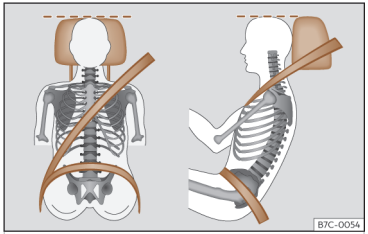

Abb. 18 Richtiger Gurtbandverlauf und richtige Kopfstützeneinstellung.
- Kopfstütze so einstellen, dass die Oberkante der Kopfstütze sich möglichst auf einer Linie mit dem oberen Teil des Kopfs – jedoch nicht niedriger als Augenhöhe – befindet[1]. Den Hinterkopf so nah wie möglich an der Kopfstütze positionieren ››› **(Abb. 18)**.
- Fahrersitz in Längsrichtung so einstellen, dass die Pedale mit leicht angewinkelten Beinen durchgetreten werden können und der Abstand zur Instrumententafel im Kniebereich mindestens 10 cm (4 Zoll) beträgt ››› **(Abb. 18)**.